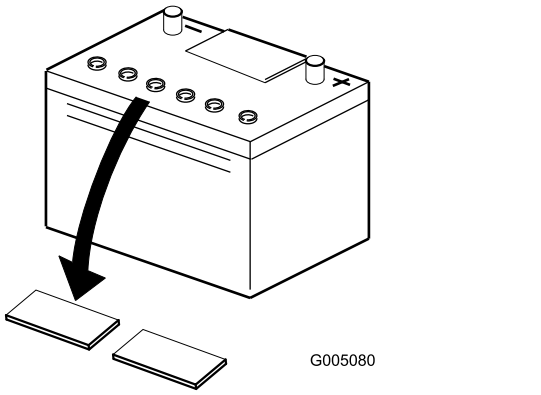

Figur 3
2. Rengjør toppen av batteriet og fjern utluftingshettene (Figur 3).